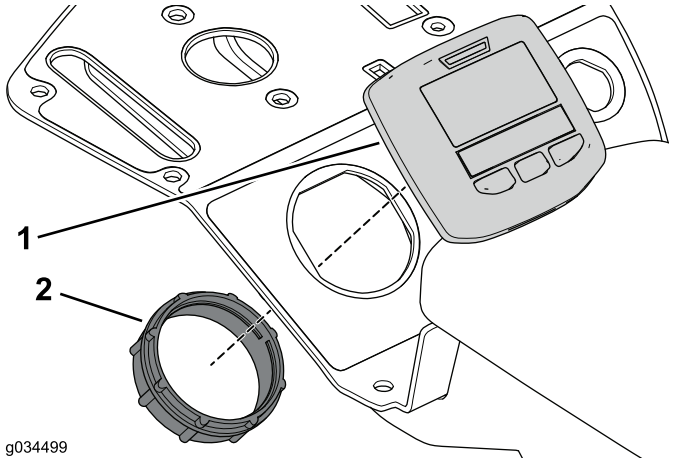

Bild 10
1. Entfernen Sie den Haltering, um das Display vom Bedienfeld abzunehmen (Bild 10).